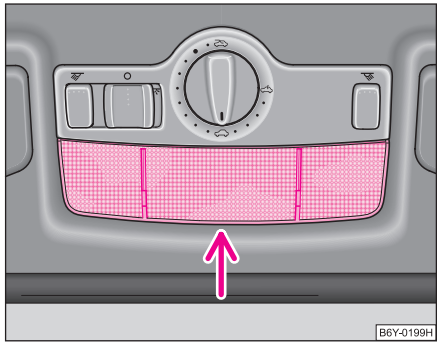

Fig. 172 Demontarea lămpii din interior
– Trageți geamul lămpii în jos (vezi săgeata) de pe carcasă ⇒ fig. 172.